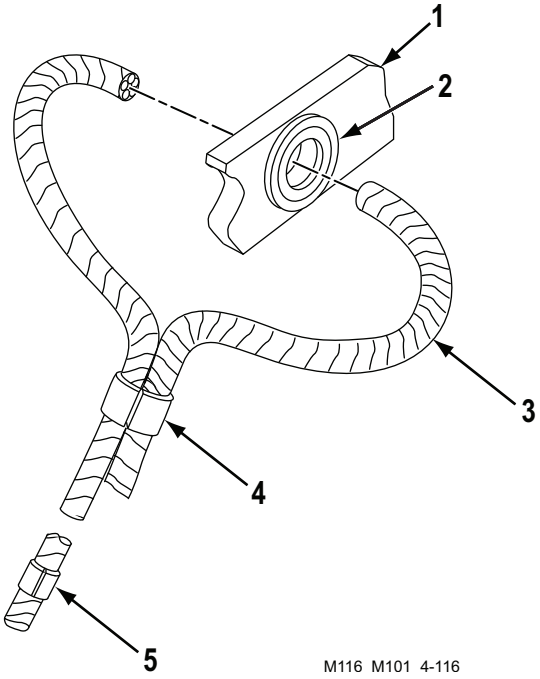

Figure 1. Rope Replacement.
1. Feed new rope (Figure 1, Item 3) through grommet (Figure 1, Item 2) and loop securely around grommet (Figure 1, Item 2). Install clip (Figure 1, Item 4) on rope (Figure 1, Item 3) and crimp.
2. Install end clip (Figure 1, Item 5) on end of rope (Figure 1, Item 3) and crimp.